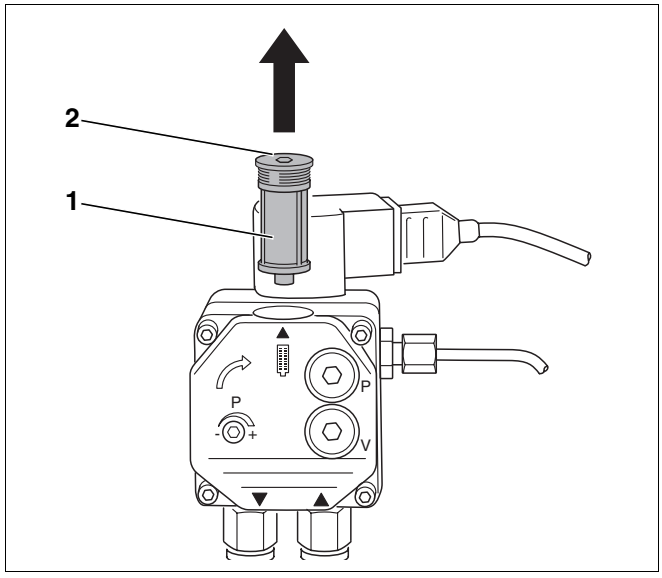

Afb. 26 Oliepompfilter controleren – oliepomp Danfoss
- Draai de inbusbouten aan de bovenzijde (afb. 26, **pos. 2**) los.
- Trek de filter van de oliepomp (afb. 26, **pos. 1**) naar boven toe eruit.
- Reinig de filter van de oliepomp (afb. 26, **pos. 1**) met wasbenzine, vervang hem eventueel en bouw hem weer in de oliepomp in.